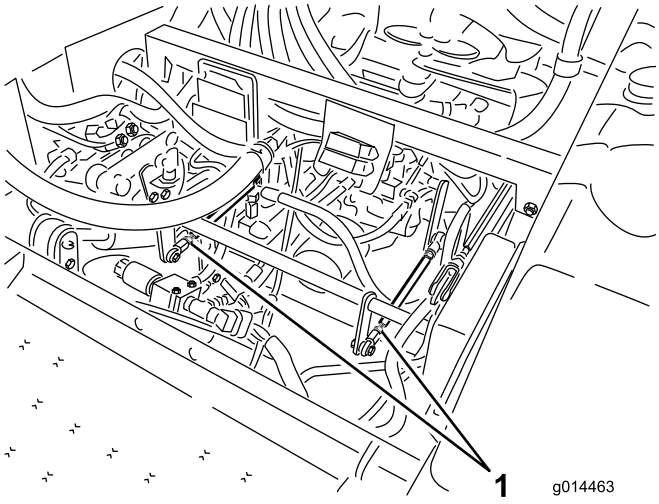

Figuur 59
- Als de linkerachterband draait, draait u de borgmoeren van de regelstang van de transmissie aan de linkerkant losser (Figuur 59).